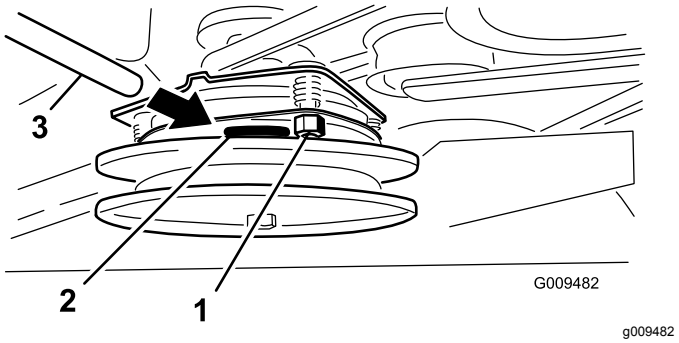

Rysunek 59
5. Dokręcaj nakrętki blokujące do momentu, aż na szczelinomierzu można będzie wyczuć niewielki opór (mimo to można go będzie łatwo poruszać w szczelinie powietrznej) (Rysunek 59).